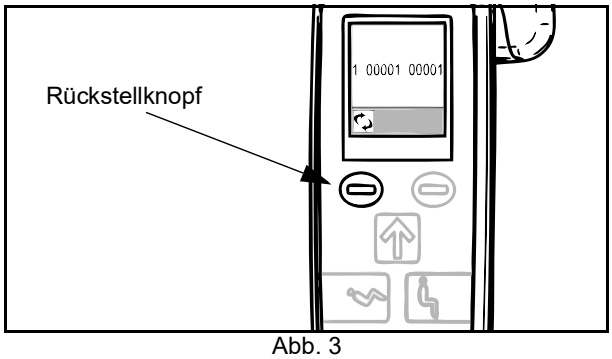

Abb. 3
3. Auf dem Display des Betriebszyklenzählers werden zwei Spalten mit Zahlen angezeigt (siehe Abb. 3). Die angezeigten Zahlen zeigen die Gesamtbetriebszeit (in Zehntelstunden) des Hubsäulenmotors.